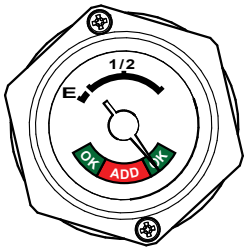

Figure 7. Propane Tank Fuel Gauge
2. Read the ***propane fuel gauge*** (Figure 7) located on top of propane tank.